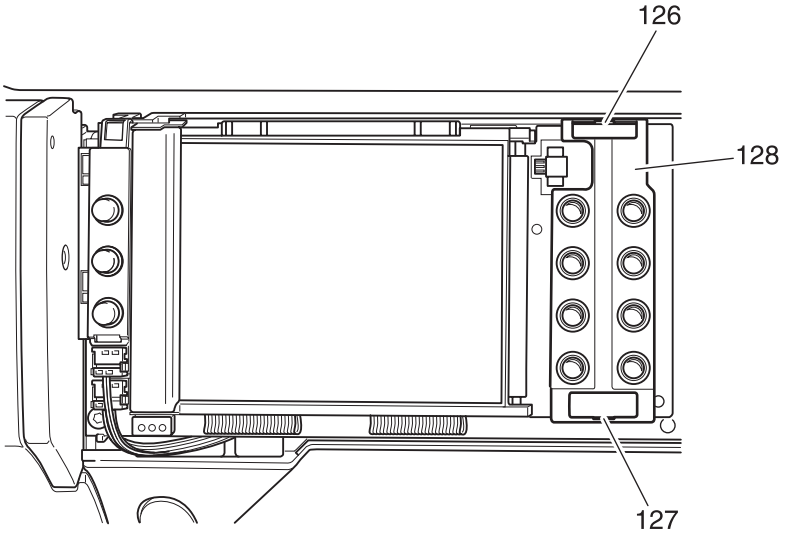

Fig. 76
- Raise both lugs 126 and 127 up and down slightly (fig. 76).
- Mount the keypad onto the circuit board whilst making sure that the lugs 126 and 127 lock in completely behind the circuit board (fig. 76).